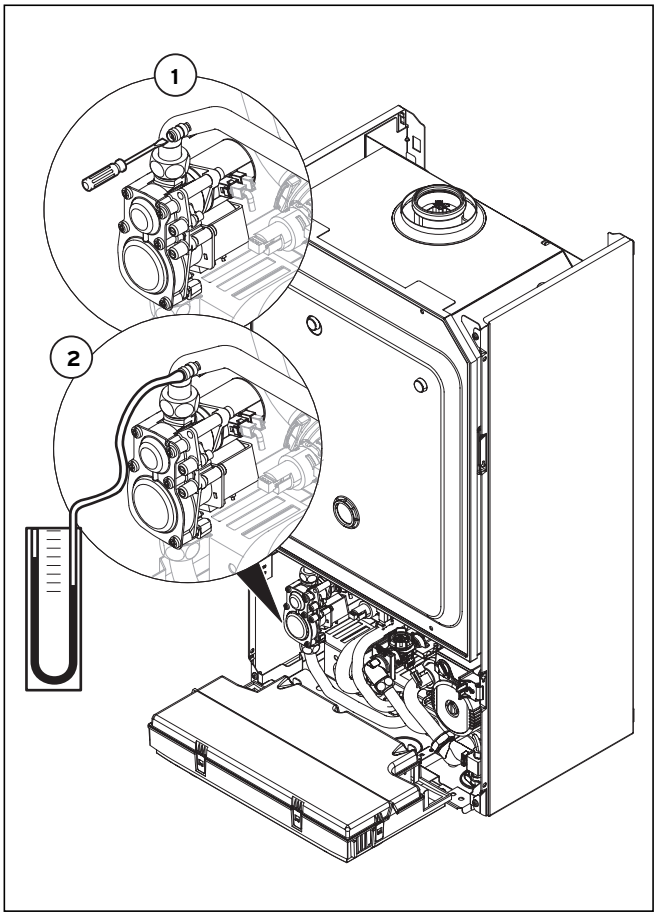

Fig. 6.5 Verificarea sarcinii nominale
- Desfaceţi şurubul de etanşare de la armătura de gaz (**1** din Fig. 6.5).
- Racordaţi un manometru digital sau un manometru cu tub în U (**2** în Fig. 6.5).
- Verificaţi etanşeitatea conductei de alimentare cu gaz, instalaţiei de încălzire şi conductelor de apă caldă (vezi Fig. 6.5).